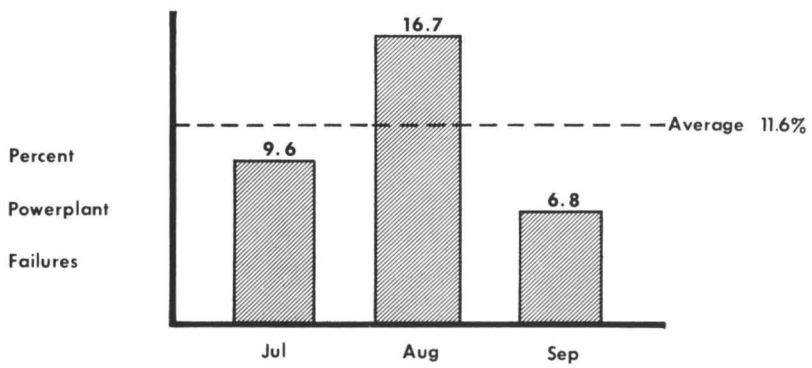

Figure 8
- The number of injuries (and related causes and locations) reported during the quarter are displayed in figure 8.